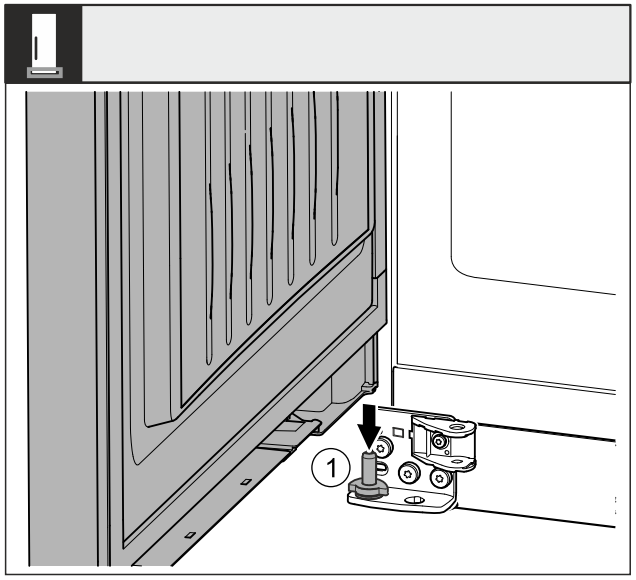

*Fig. 43 **
▶ 从上方将冰箱门放在下面的轴承螺栓 *Fig. 43 (1)*上。*